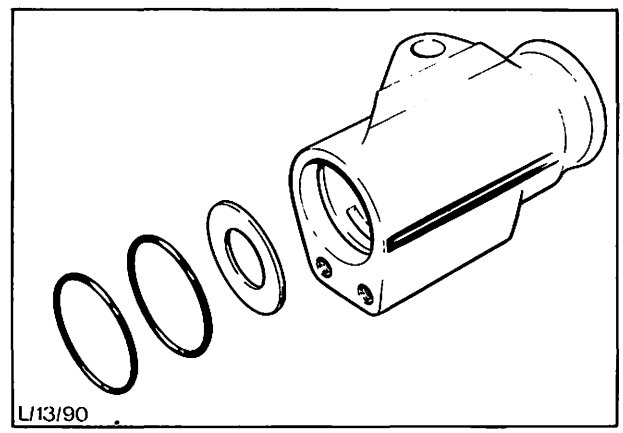

Abb. 37 Dichtungen und Stahlscheibe des Endgehäuses
29. Große Scheibe und die zwei O-Ringe in das Endgehäuse einsetzen, Abb. 37.